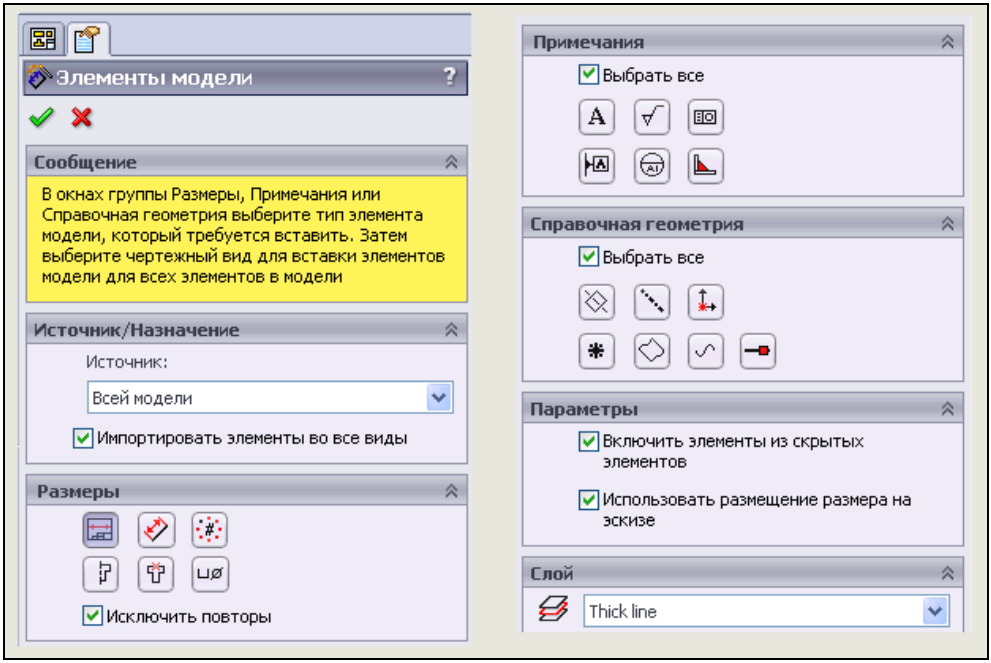

Рис. 1.20
- Все размеры, которые вы проставляли при построении модели, можно отобразить на всех чертежных видах. Для этого выберите их в меню **Вставка | Элементы модели** или просто нажмите кнопку **Элементы модели** в инструментальной панели **Примечания**. Эта команда осуществляет импорт размеров, примечаний и справочной геометрии из модели в выбранный вид. В Менеджере свойств появится окно **Элементы модели** (рис. 1.20), в котором можно выбрать, какие типы размеров, примечаний и справочной геометрии нужно импортировать из модели.
На вкладке **Источник/Назначение** в окне **Источник** выберите пункт **Всей модели** для импортирования всех размеров модели. Установите флажок **Импортировать элементы во все виды**. На вкладке **Размеры** щелкните кнопку **Отмеченные для чертежа** для вставки только тех размеров, которые обозначены в деталях как размеры для чертежей. Установите флажок **Исключить повторы**. Если нужно на чертеже установить те же размеры, которые были проставлены на модели в режиме рисования эскиза, то на вкладке **Параметры** установите флажок **Использовать размещение размера на эскизе**. Проверьте по рис. 1.20 корректность установленных параметров и нажмите кнопку **OK** в Менеджере свойств.